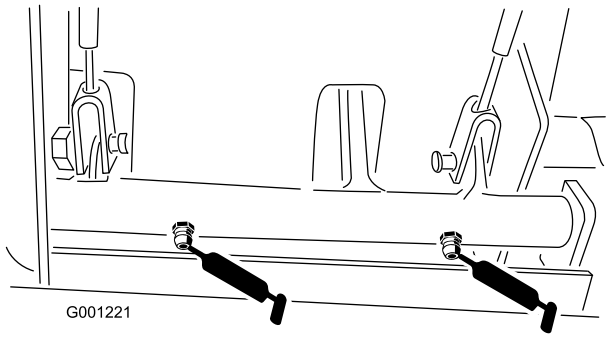

Figuur 38
- Lagerbussen van draaipunt van rem (Figuur 38)
- Remkabels (aandrijfwiel en uiteinden van rempedalen) (Figuur 38)